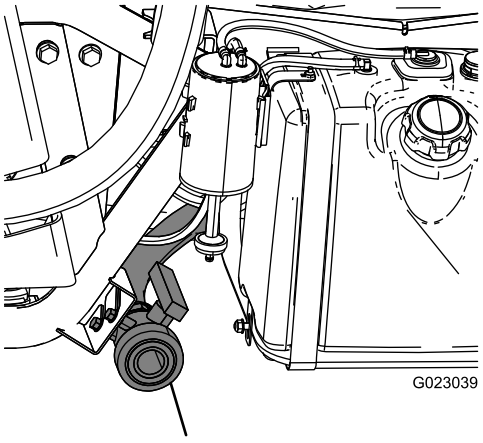

Figur 15
2. Find tankens aftapningsventil i maskinens venstre side (Figur 15).
4. Åbn ventilen for at dræne eventuelt ubrugt materiale fra tanken, og bortskaf det i henhold til den lokale lovgivning og materialeproducentens vejledning (Figur 15).
5. Når tanken er helt drænet, skal dræningsventilen lukkes, og ventilen skal monteres på beslaget (Figur 15).